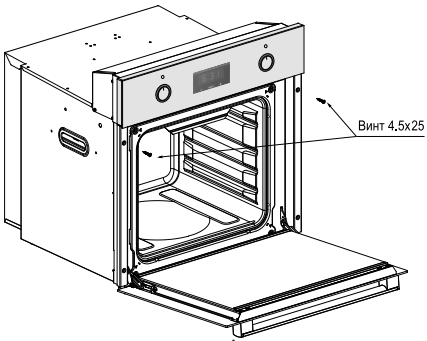

рис. 4
■ Для устранения возможности случайного перемещения, духовой шкаф крепится к мебели двумя винтами с потайной головкой (см. рис. 4).